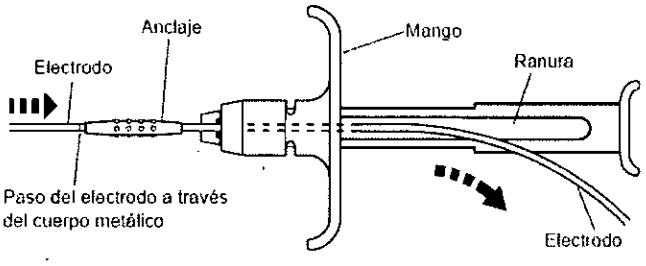

Figura 3. Paso del electrodo a través del cuerpo metálico.
6. Pase el extremo con conector del electrodo por el interior del cuerpo metálico del dispensador del anclaje hasta que salga el electrodo más allá del mango a través de la ranura (Figura 3).